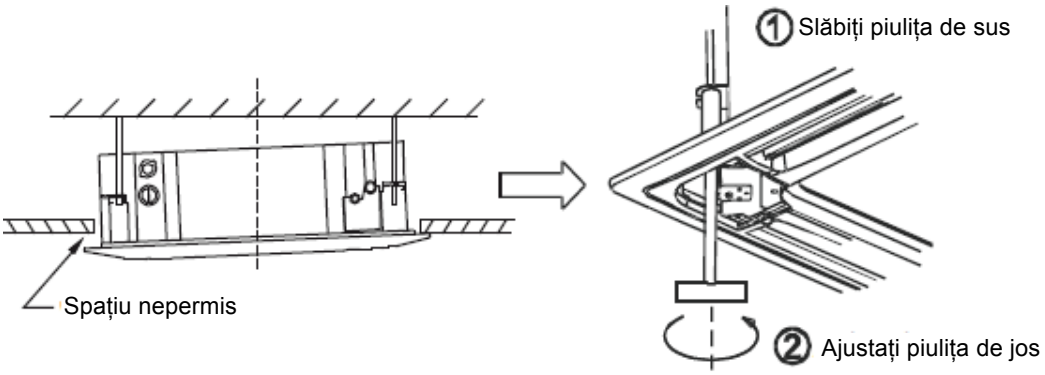

Fig.1-13
- Dacă diferența dintre panou și tavan mai există după strângerea șuruburilor, înălțimea unității interioare trebuie din nou modificată. (Consultați Fig. 1-13-stânga)
- Puteți modifica înălțimea unității interioare prin deschiderile de pe panou din cele patru colțuri, dacă ridicarea unității interioare și a conductei de scurgere nu sunt influențate de acest lucru (Consultați Fig. 1-13-dreapta)